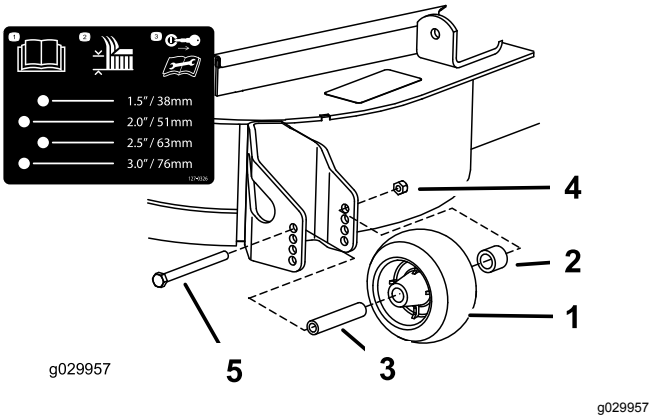

Figure 34
3. Réglez les galets anti-scalp comme montré à la Figure 32, la Figure 33 et la Figure 34.